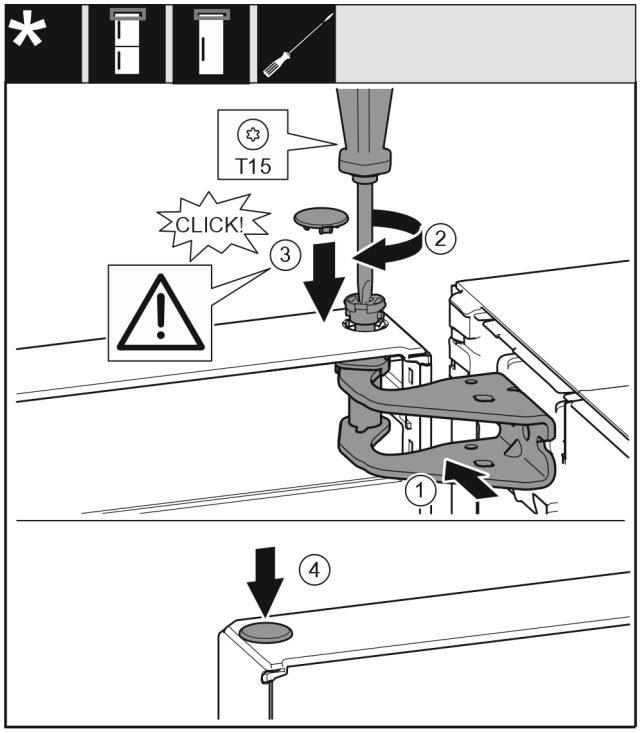

Fig. 23
▶ Nolīmeņojiet durvju augšdaļu pret atveri gultņa balstā *Fig. 23 (1)*.
▶ Ievietojiet tapu *Fig. 23 (2)* un pieskrūvējiet ar skrūvgriezi.
▶ Ievietojiet pārsegu *Fig. 23 (3)*.
▶ Pārbaudiet, lai pārsegs *Fig. 23 (3)* piekļautos pie durvīm.
▶ Ievietojiet pārsegu *Fig. 23 (4)*.